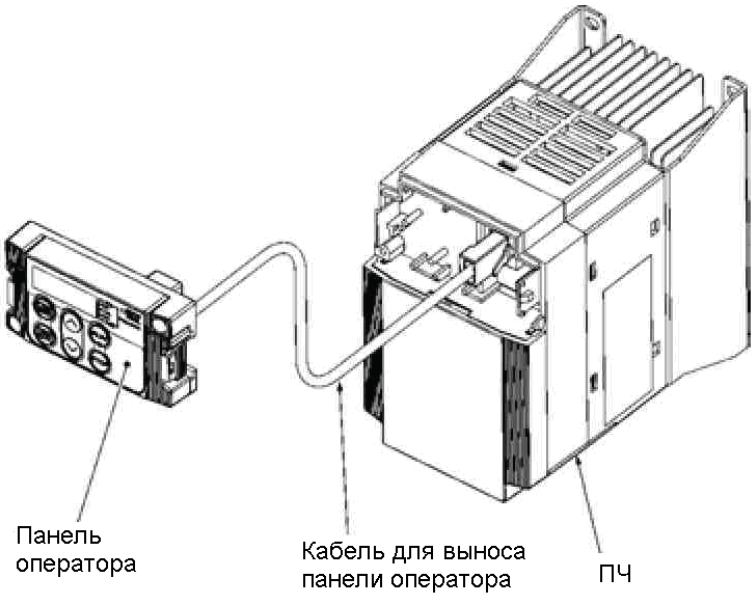

Рисунок 2.25 Установка панели оператора на расстоянии (для удобства управления)
- Установка панели на расстоянии (для удобства управления) (Рисунок 2.25).